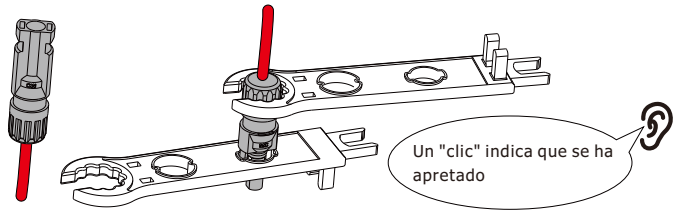

Figura 4.1-3 Conector con la tuerca ciega enroscada
Paso 3. Inserte el pin de contacto en la parte superior del conector y apriete completamente la tuerca de la tapa en la parte superior del conector, tal y como se muestra en la Figura 4.1-3.